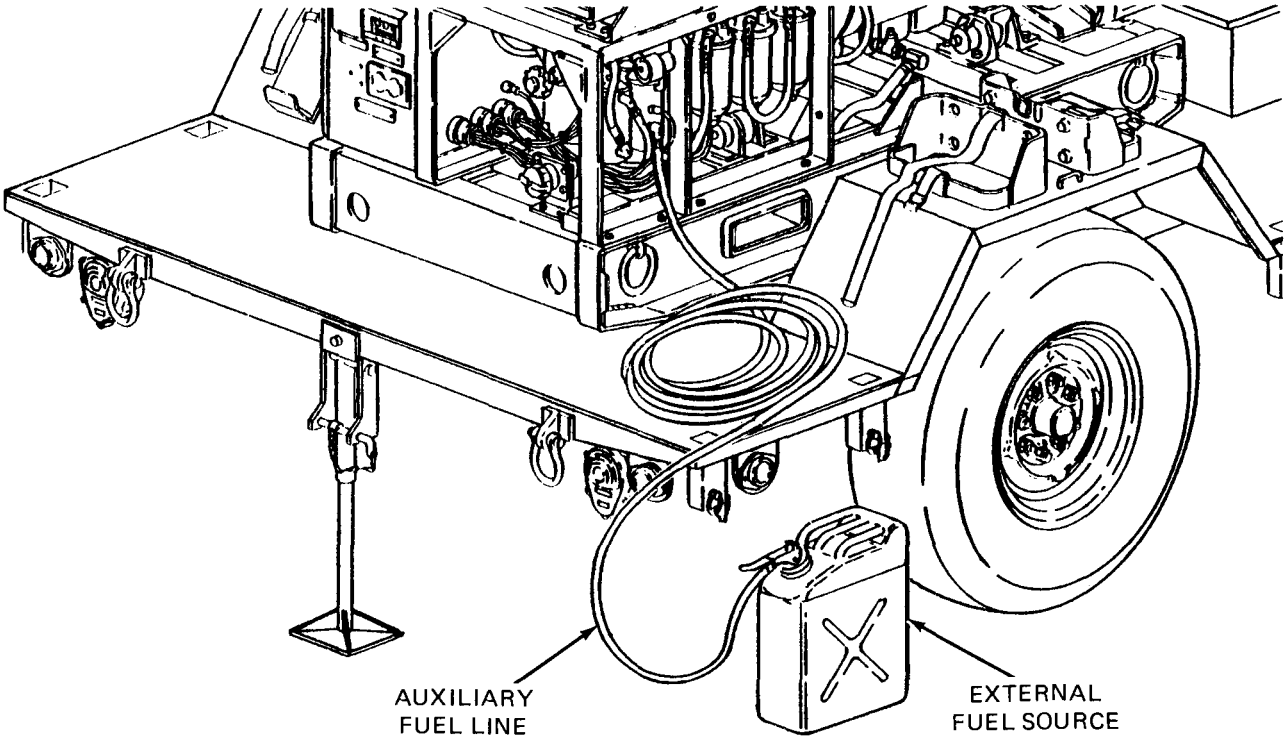

Figure 4-4. External Fuel Line Connection.
c. *Extemal Fuel Line Connection. (See* figure 4-4.) The power unit generator set can be fueled from an external source such as a five-gallon fuel can or 55 gallon drum. This eliminates the need for frequent refilling of the generator's fuel tank during long intervals of operation.
(1) Remove fuel can adapter and fuel pickup tube from storage locations on generator set and assemble by threading pickup tube into adapter.
(2) Thread one end of auxiliary fuel line onto fuel can adapter fitting and tighten.
(3) Connect free end of auxiliary fuel line to AUXILIARY FUEL CONNECTION. This connection is located immediately below control cubicle on right-hand side of generator set.
(4) Insert fuel can adapter in external fuel source and secure by pressing down on lever.
(5) Set MASTER SWITCH on control panel to PRIME AND RUN AUX FUEL position.